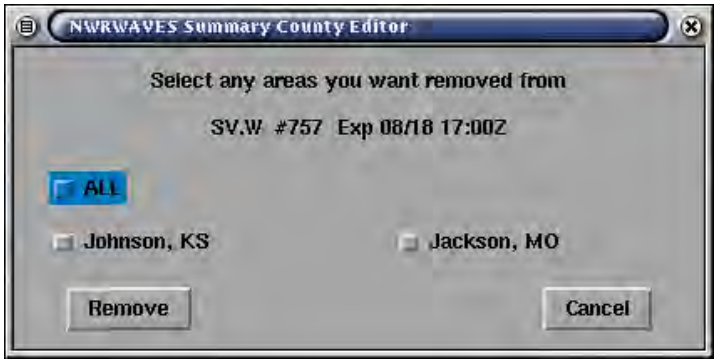

Figure 10 – NWRWAVES summary message editing GUI interfaces
b. **View/Edit VTEC_Summary File –** For offices using the summary message capabilities described in Section 3 – Tab 3 (page 17), users can manually edit/delete specific product summary messages should the automated VTEC replacement method fail. The pop-up GUI which appears when there are active hazards being track for summarization (Figure 10) is a simple interface. You select the hazard you which to modify from a list of buttons, and then you can either clear all LAC(s) at once or selected LAC(s) through their individual radio buttons. Sites will rarely (if ever) need to use this interface, since active hazards are tracked through VTEC action codes in follow-up statements. This will be a useful interface though, if you track a non-VTEC hazard such as an FFW in the interim period before full VTEC implementation.